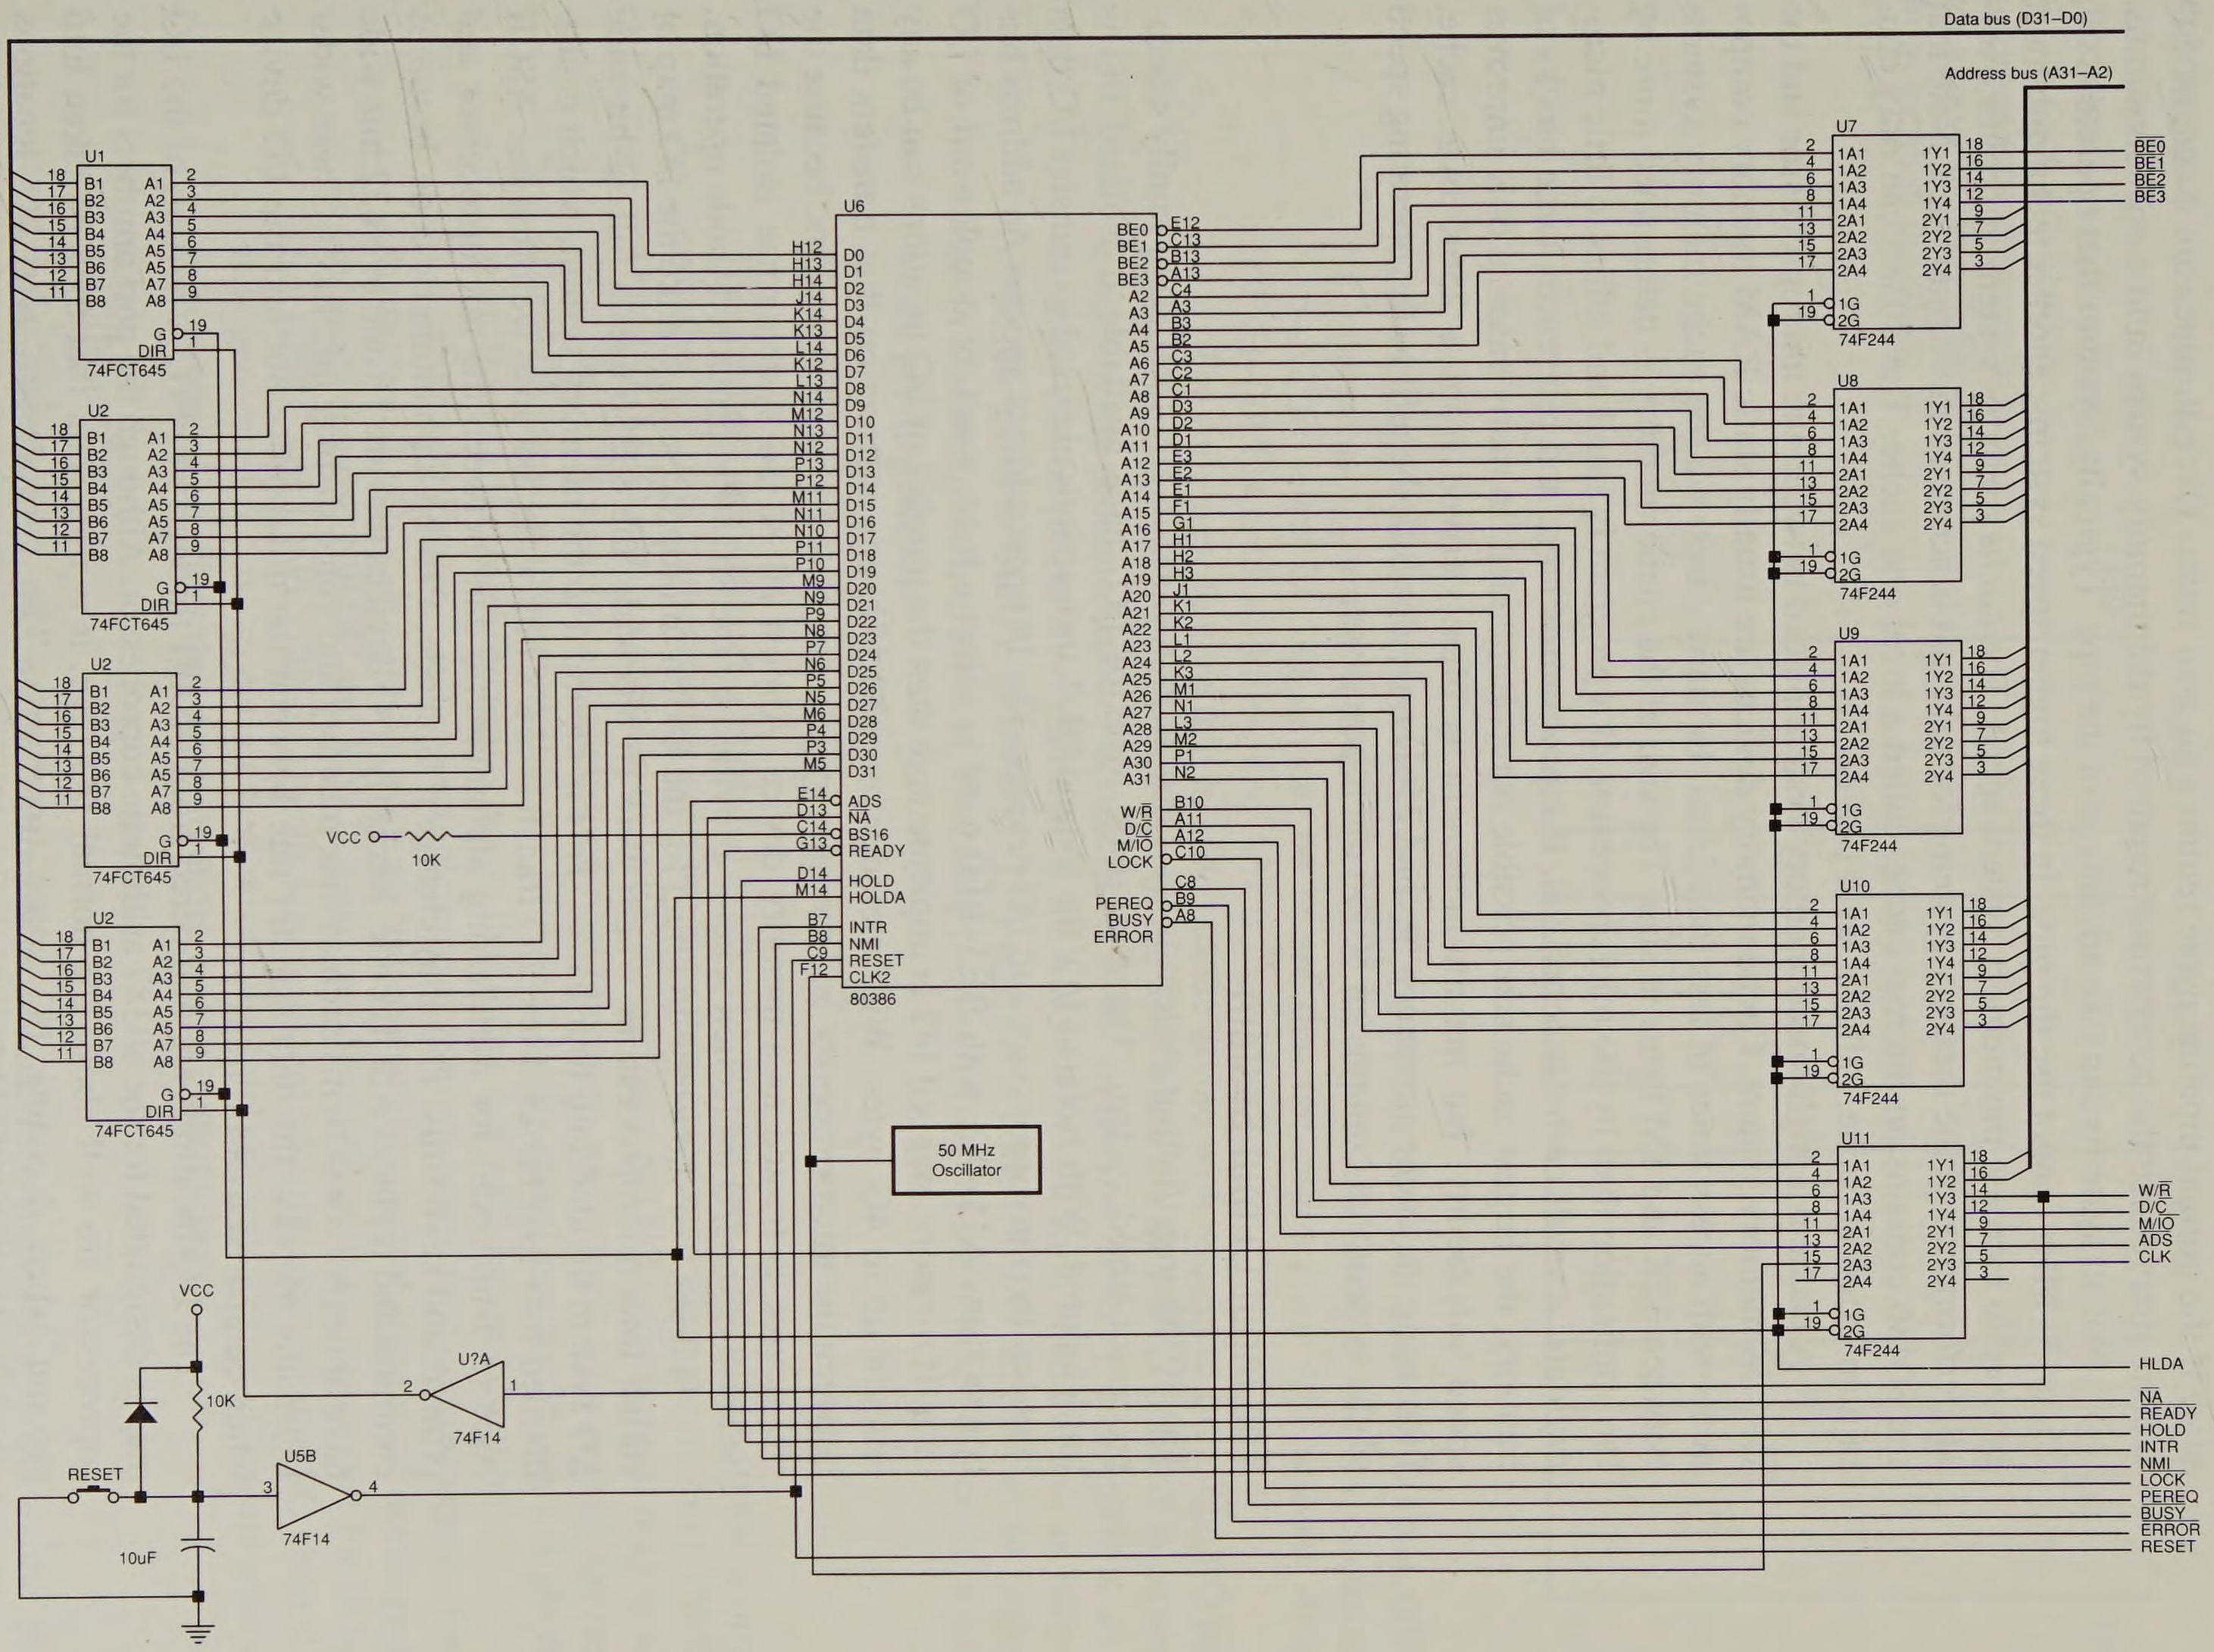

**FIGURE 9–3** A fully buffered 25MHz 80386DX.
**FIGURE 9–2** The memory system for the 80386 microprocessor. Notice that the memory is organized as four banks, each containing 1G bytes. Memory is accessed as 8-, 16-, or 32-bit data.
*Buffered System.* Figure 9–3 shows the 80386DX connected to buffers that increase fanout from its address, data, and control connections. This microprocessor is operated at 25 MHz using a 50 MHz clock input signal generated by a integrated oscillator module. Oscillator modules are almost always used to provide a clock in modern microprocessor-based equipment. The HLDA signal is used to enable all buffers in a system that uses direct memory access. Otherwise, the buffer enable pins are connected to a ground in a non-DMA system.